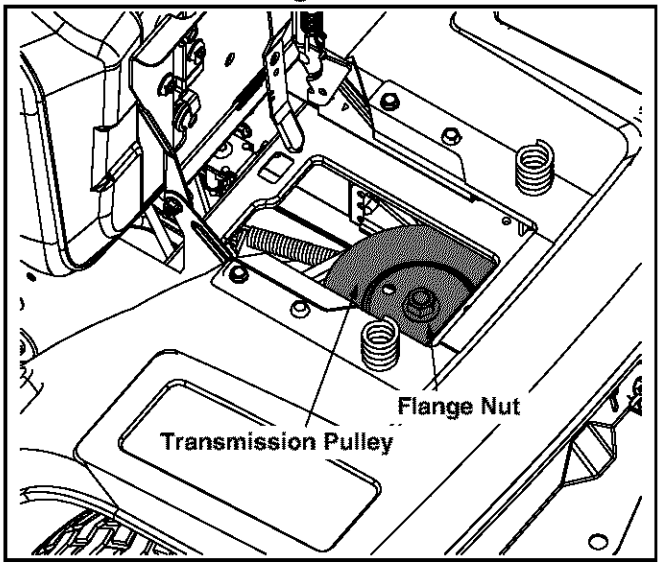

Figure 33
- Locate the transmission pulley though the battery tray opening. See Figure 33.